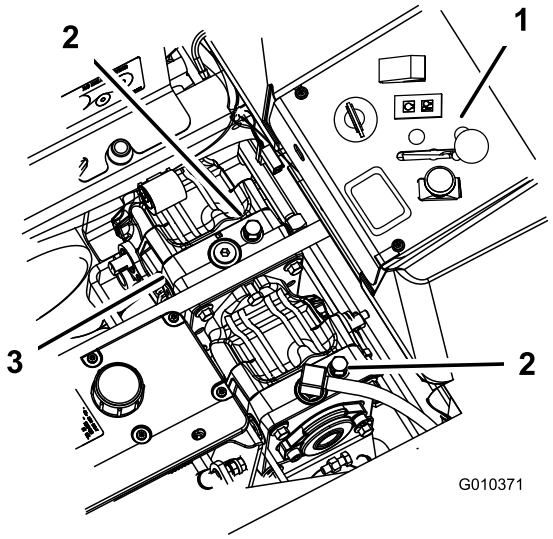

Figur 24
2. Drej omløbsventilerne en omgang mod uret for at skubbe. Derved får hydraulikvæsken mulighed for at løbe uden om pumpen, hvilket gør hjulene i stand til at dreje (Figur 24).
Drej omløbsventilerne en omgang med uret for at betjene maskinen (Figur 24).